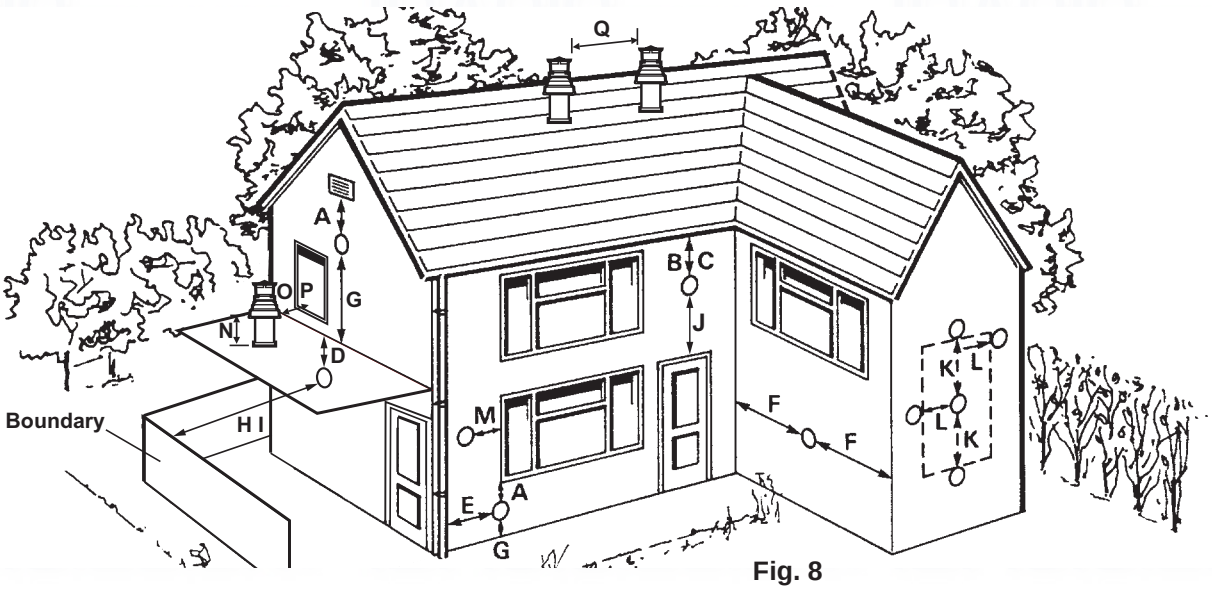

Fig. 8
3.5 FLUE TERMINAL LOCATION - Fig. 8